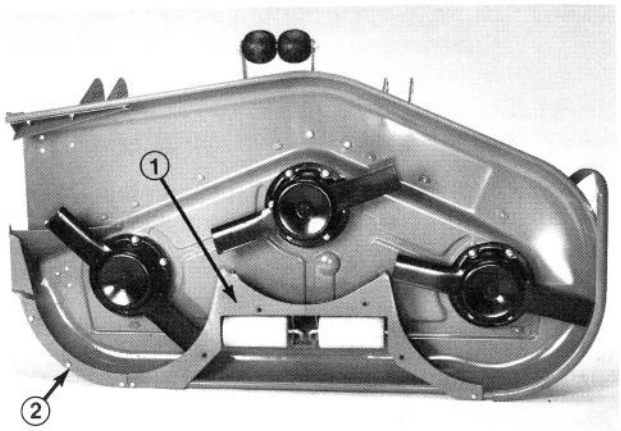

Figure 7
6. Using baffle as a template, mark and drill (3) 3/8" dia. holes thru deck.
7. Secure baffle to deck with (2) 5/16x3/4" carriage bolts, (1) 5/16-18 x 7/8" lg. capscrew and (3) locknuts.
8. Position center ring baffle on deck as shown in Fig. 7. Using a long thin pencil or punch, mark (4) mounting holes in deck. Holes may already be in deck.
9. Drill (4) 13/32" holes in deck, if required.
10. Mount center baffle to deck with (4) 3/8-16 x 1" lg. capscrews and lock washers (Fig. 7).
11. Using center baffle as a template, mark and drill (2) 9/32" dia. holes thru center of curved edge of deck (Fig. 7).
12. Secure baffle to edge of deck with (2) 1/4-20 x 3/4" lg. capscrews and locknuts (Fig. 7).
13. Align right ring baffle with end of center baffle and edge of deck (Fig. 7). Mark and drill (3) 9/32" dia. holes in center of curved edge of deck.
14. Secure right baffle to deck with (2) 1/4-20 x 3/4" lg. capscrews and locknuts.